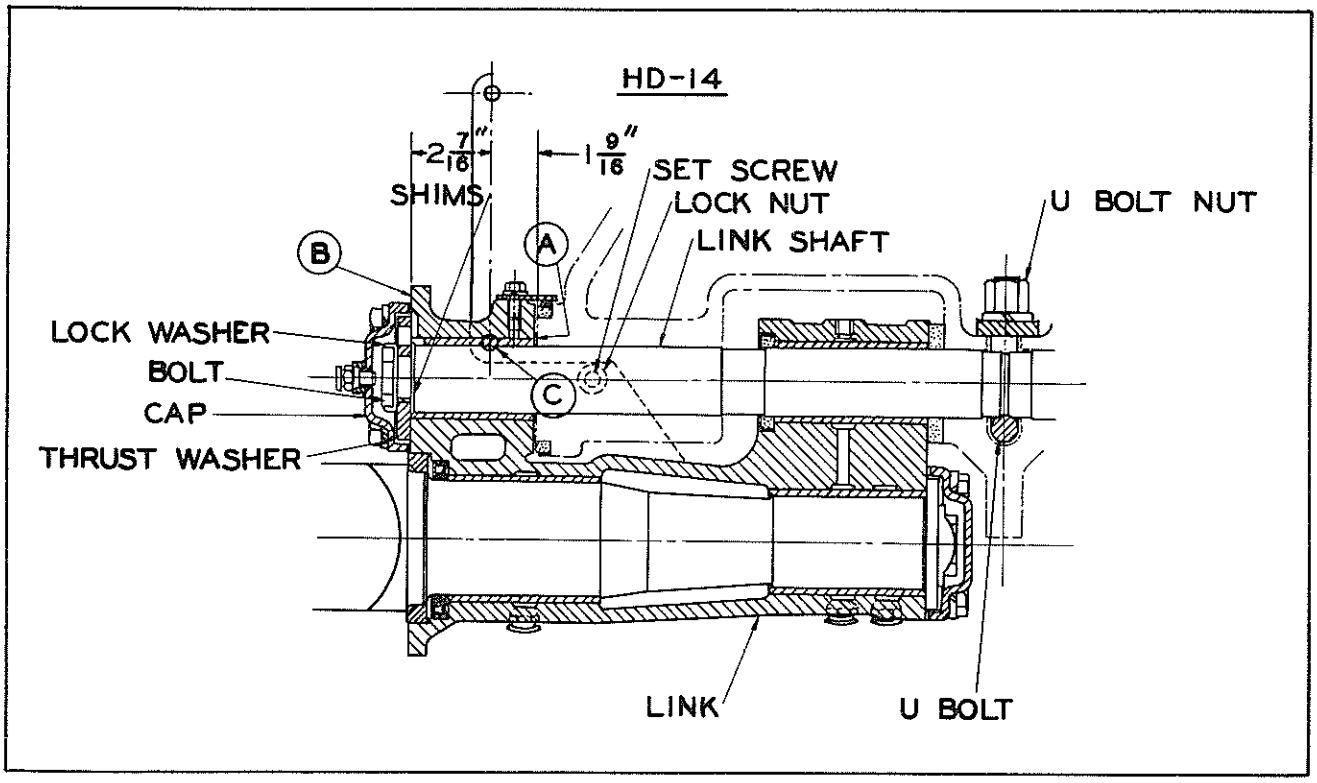

FIG. 1
b. Be sure the links are spaced as described in Fig. 1 and with the link shaft turned and centered properly install the dog point set screw. Turn it all the way in against the bottom of the slot in the shaft, then back out ½ turn and tighten the lock nut.